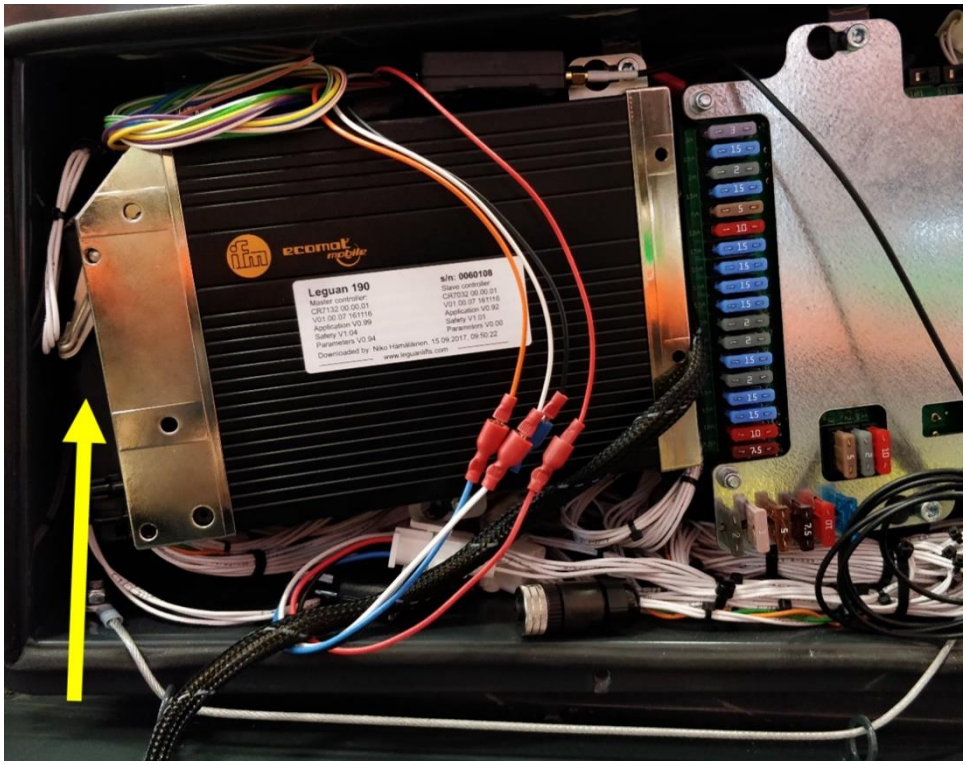

Рисунок 32. Контакты к логическим контроллерам (2 шт.)
- Отключить все контакты логических контроллеров (рис. 32). Подключить клемму заземления сварочного аппарата напрямую к свариваемой детали.